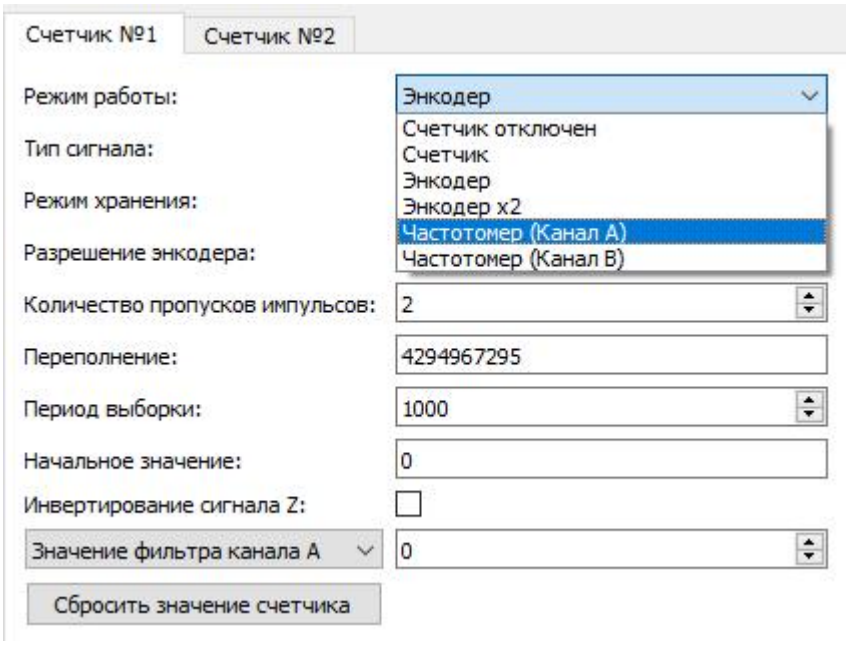

Рисунок 2.15 – Окно конфигурирования счётчиков МВС (режимы работы)
– «Режим работы» (см. рисунок 2.15).